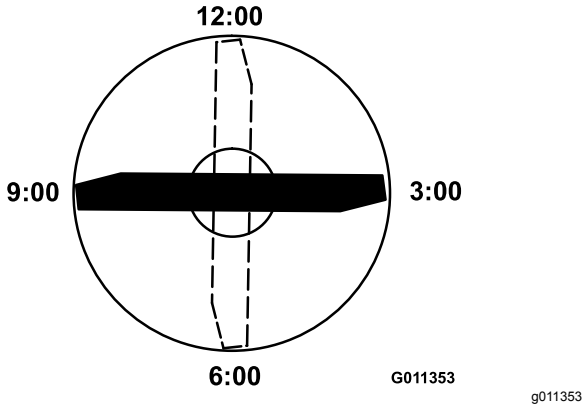

Figur 81
4. Placera den markerade ändens skäregg i läget klockan 12 (rakt fram i klippriktningen) (Figur 81) och mät höjden från bordet till knivens skäregg.
5. Vrid knivens markerade ände till lägena klockan 3 och klockan 9 (Figur 81) och mät höjderna.